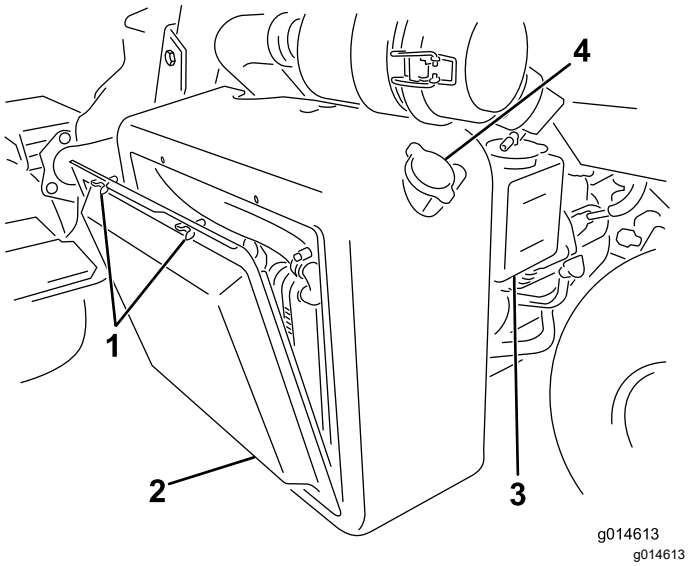
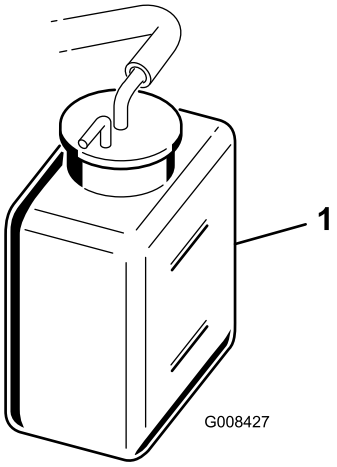

Figur 45
Figur 46
1. Afmonter kølergitteret (Figur 45).
2. Kontroller kølervæskestanden (Figur 45 og Figur 46).